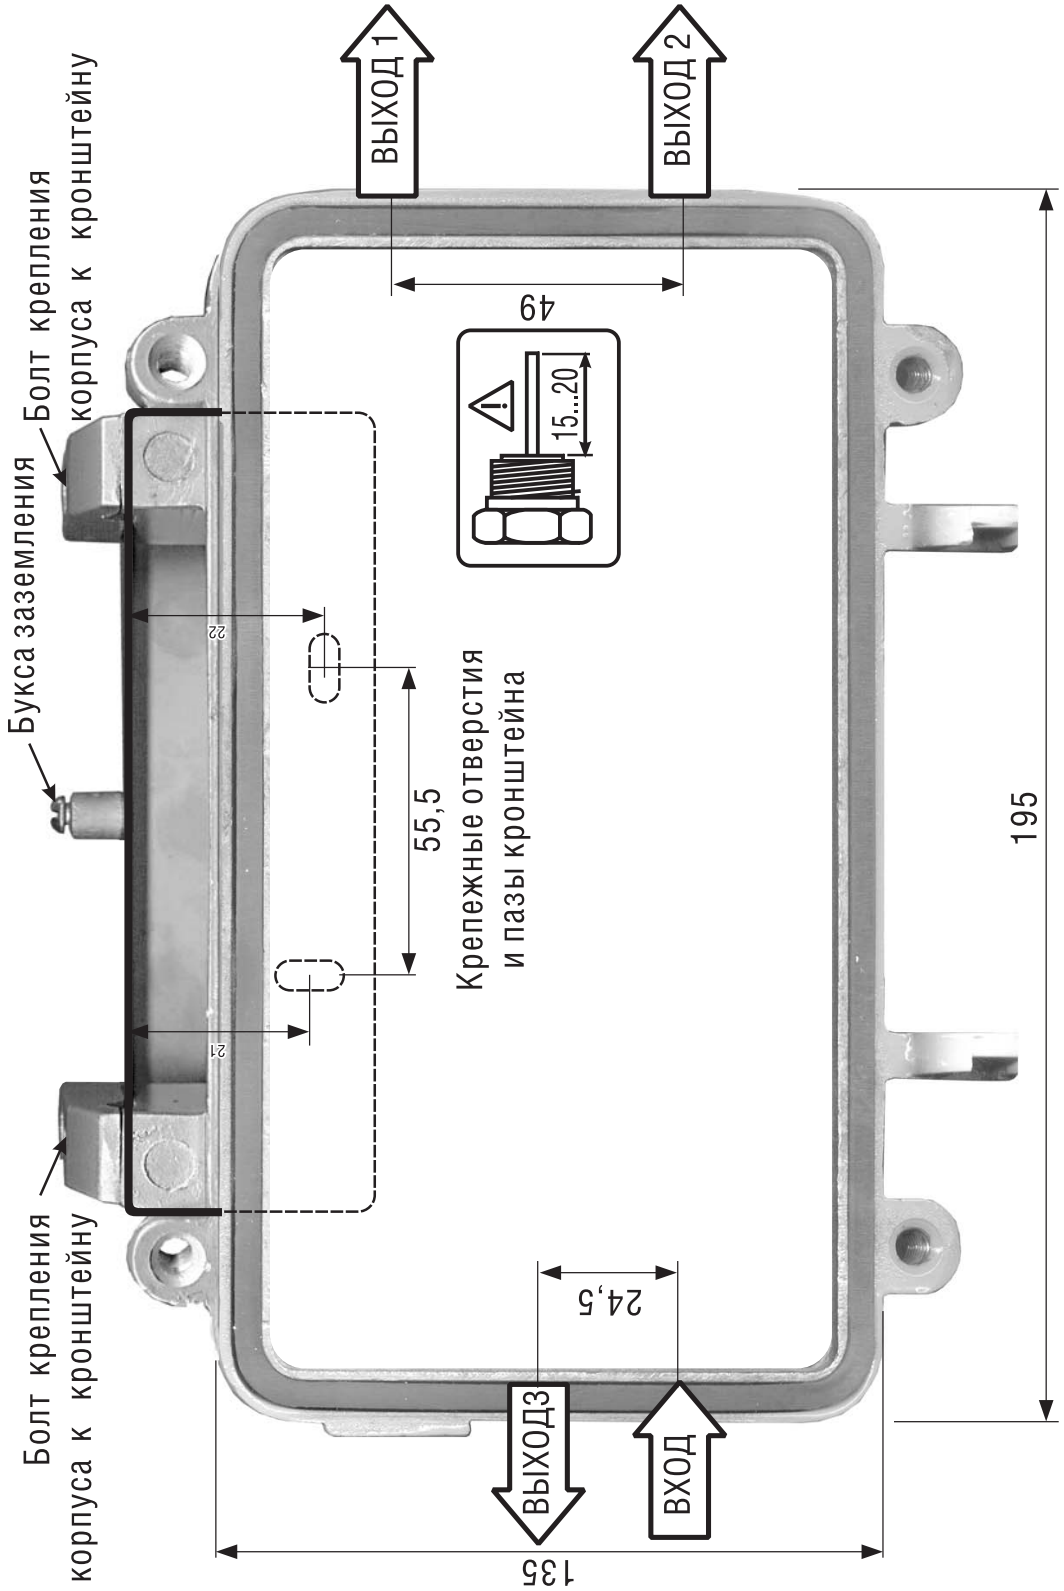

Рис.3. Габаритные и установочные размеры
В случае монтажа на поверхность, усилители крепят болтами к предварительно установленному кронштейну (смотрите рис. 3). Способ крепления и подготовки отверстий для крепления кронштейна определяется местом установки и материалом поверхности, на которой производится установка.
-наметьте установочные размеры согласно рис. 3, при необходимости подготовьте отверстия для крепления кронштейна усилителя;
-проконтролируйте длину центрального проводника коаксиального разъема согласно рис. 3;